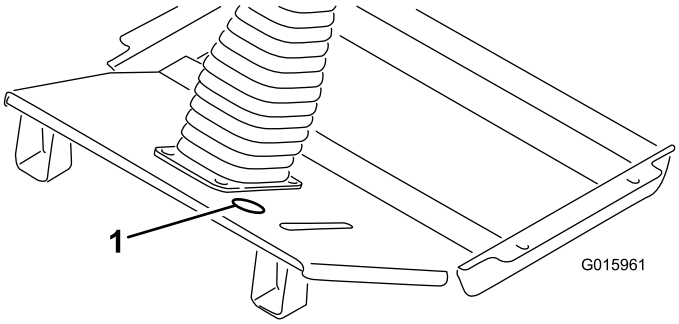

Figure 3
1. Retirez le cache amovible situé entre la pédale de frein et la colonne de direction dans le panneau de plancher (Figure 3). Si le panneau de plancher ne comporte pas de cache amovible, passez à l'opération suivante pour les instructions de perçage.